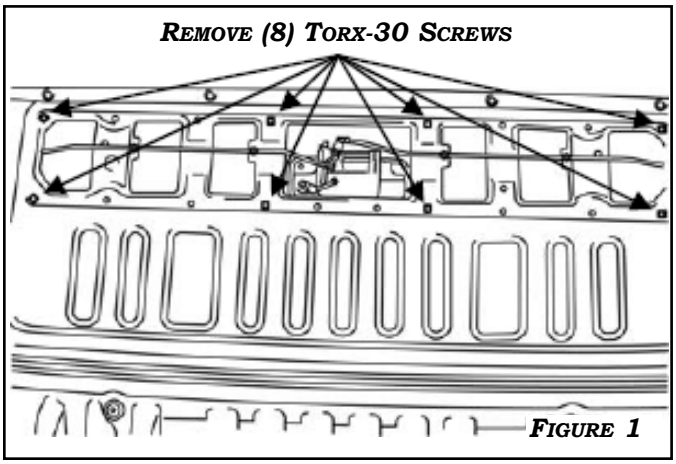

Figure 1
1. Remove the tail gate hole service cover by removing eight **(8)** Torx-30 screws. **Figure 1**